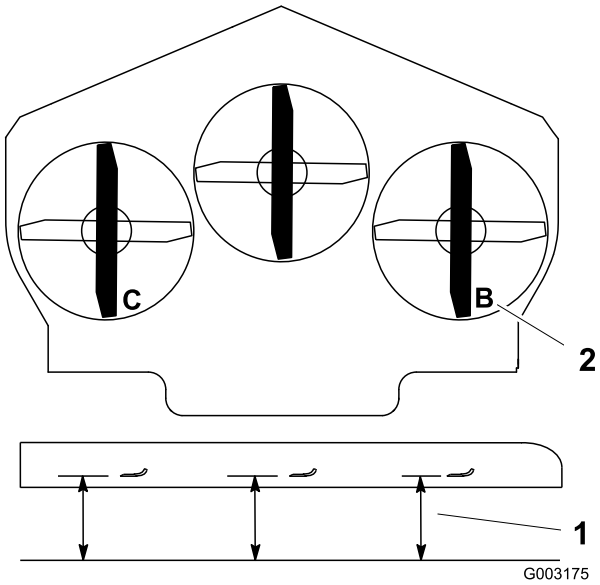

Figuur 78
1. Zet het rechter maaimes in de schuinstand (Figuur 78).
2. Meet het rechtermes bij punt **B**. Meet de afstand tussen een horizontaal oppervlak en de snijrand van het maaimes (Figuur 78).
4. Zet het linker maaimes in de schuinstand (Figuur 78).
5. Meet het linkermes bij punt **C** (Figuur 78). Meet de afstand tussen een horizontaal oppervlak en de snijrand van het maaimes.